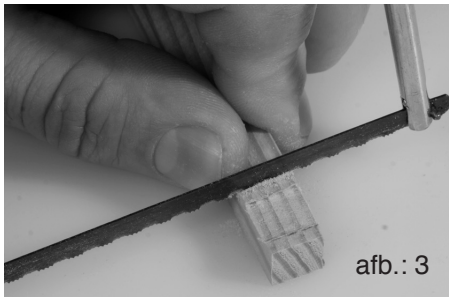

afb.: 3
3. Zaag nu deel 1b van het latje met een fijngetand zaagje (afb.:3).